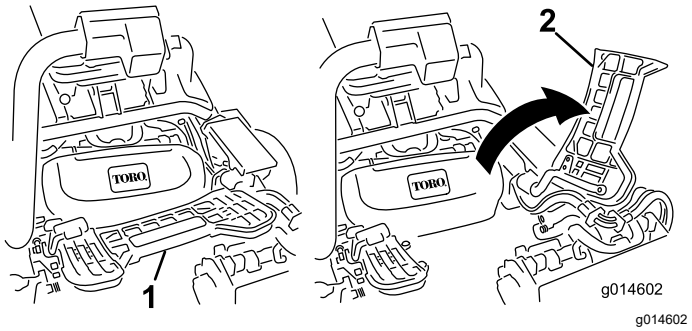

Figura 64
2. Levante el reposapiés y gírelo hacia arriba, para tener acceso a la posición de la unidad de corte central (Figura 64).